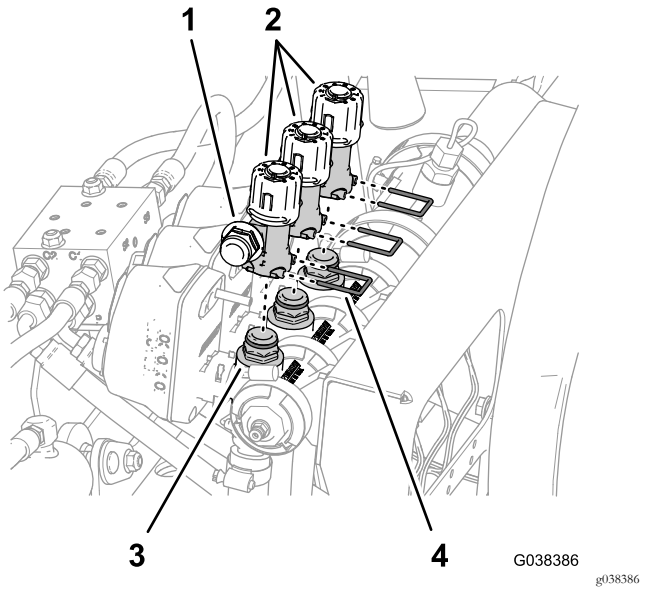

Figura 84
3. Retire os três retentores que prendem o coletor de distribuição ao coletor da válvula de pulverização (Figura 84).
4. Levante o coletor de distribuição do coletor da válvula de pulverização (Figura 84).